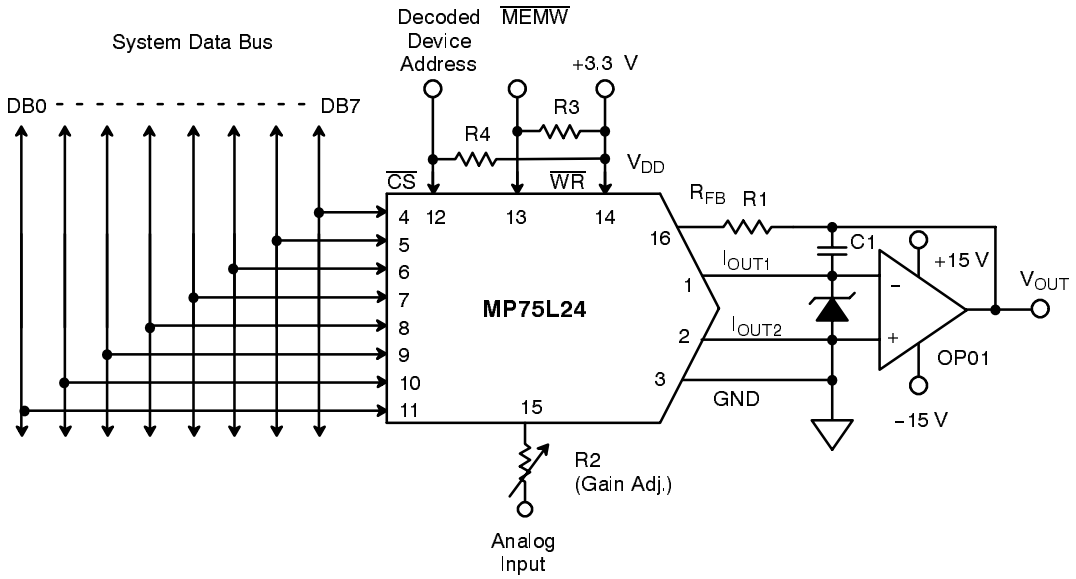

**Figure 5. MP75L24/8080A Interface**
*Figure 5.* shows the MP75L24 used in the MCS-80 microcomputer system as a Memory Mapped Output Device. The basic CPU group consists of the 8080A CPU, 8224 clock generator and 8228 system controller/bus driver. The MP75L24 $\overline{WR}$ input is connected to the 8228 system data bus outputs. The $\overline{CS}$ input is connected to the system address decoding logic. Note that pull-up resistors R3 and R4 are required to ensure that the $\overline{CS}$ and $\overline{WR}$ input HIGH states reach 3.0V min. Pull-ups are not required on the system data bus since the 8228 $V_{OH}$ is 3.6 V min for DB0-DB7.